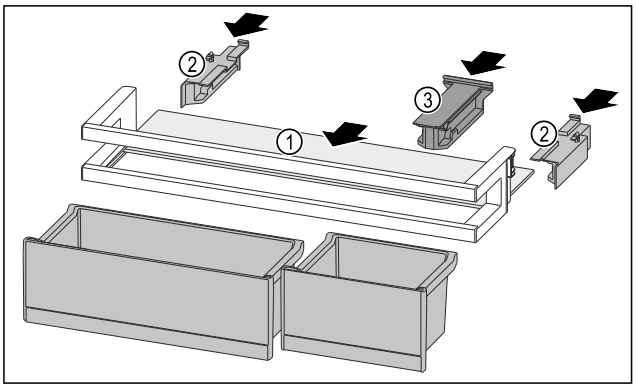

Fig. 213
- ▶ Iebīdiet plauktu *Fig. 213 (1)* sānu padziļinājumos.
- ▶ Ievietojiet sānu daļas *Fig. 213 (2)*.
- ▶ Ievietojiet atbalsta daļu *Fig. 213 (3)*.